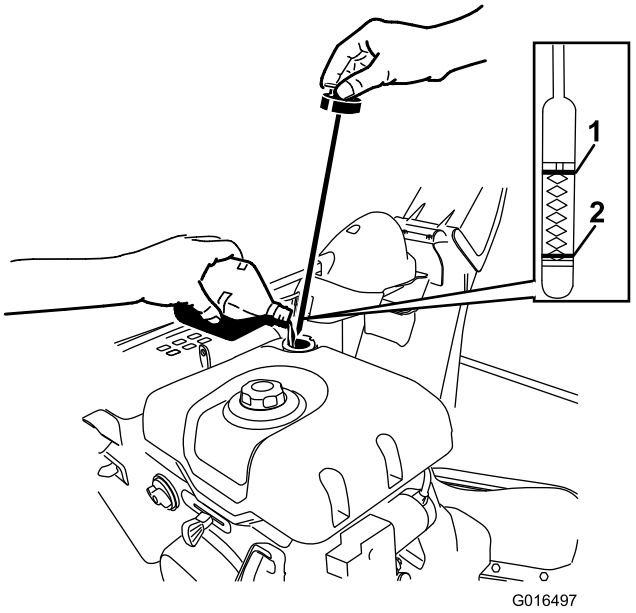

**Figur 40**
2. Ta ut oljestickan och kontrollera oljenivån (Figur 40). Fyll på olja om oljenivån ligger under markeringen ”Add” på stickan. Se Byta ut motoroljan (sida 23).